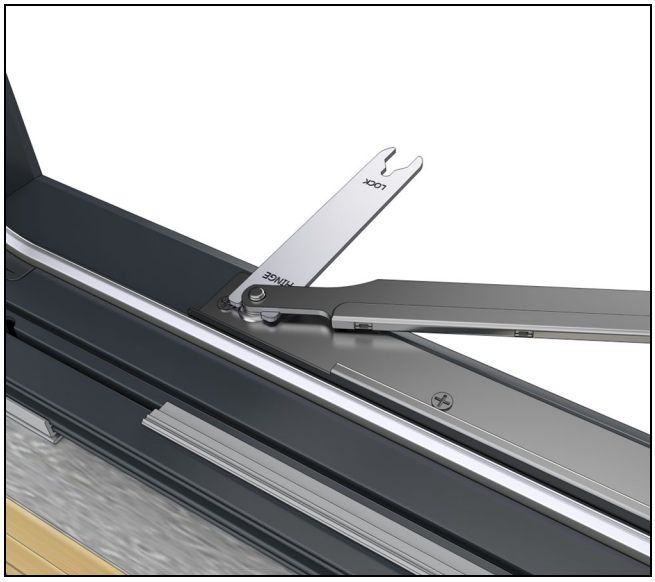

Figure 30
1. To adjust the hinge without detaching the support arms use the adjustment wrench to move the cam up to 45 degrees left or right. Make small adjustments at the top and bottom to obtain an even reveal. See Figure 30.